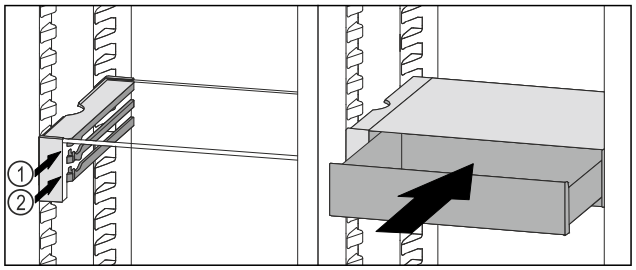

Fig. 213
▶ VarioSafe-lade achter de stoppers op de gewenste rib *Fig. 213 (1)* of *Fig. 213 (2)* plaatsen.